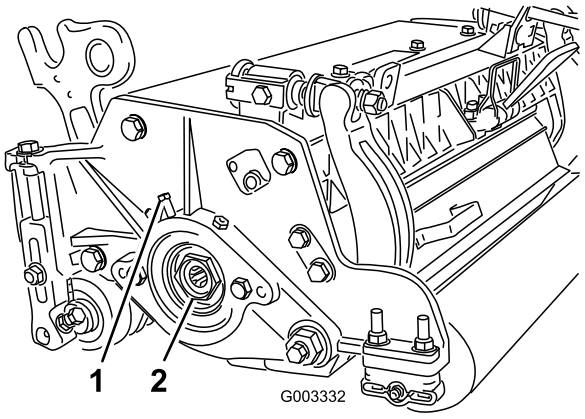

Figur 25
A. Løsne setteskruen som fester lagerjusteringsskruen til lagerhuset, som finnes på den venstre siden av klippeenheten (Figur 25).